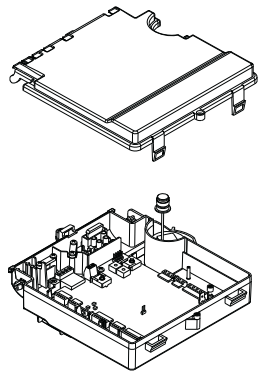

Рис. 3.5
- Снимите крышку, которая закрывает клеммную колодку (рис. 3.5)